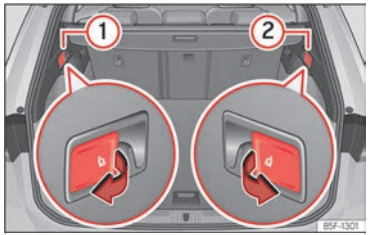

Fig. 103 En el maletero: palancas para desbloqueo del respaldo trasero.
- Tire de la palanca de desbloqueo a distancia de la parte izquierda ››› **fig. 103** ① o derecha ② del respaldo en el sentido de la flecha. La parte desbloqueada del respaldo trasero se abate automáticamente hacia delante.